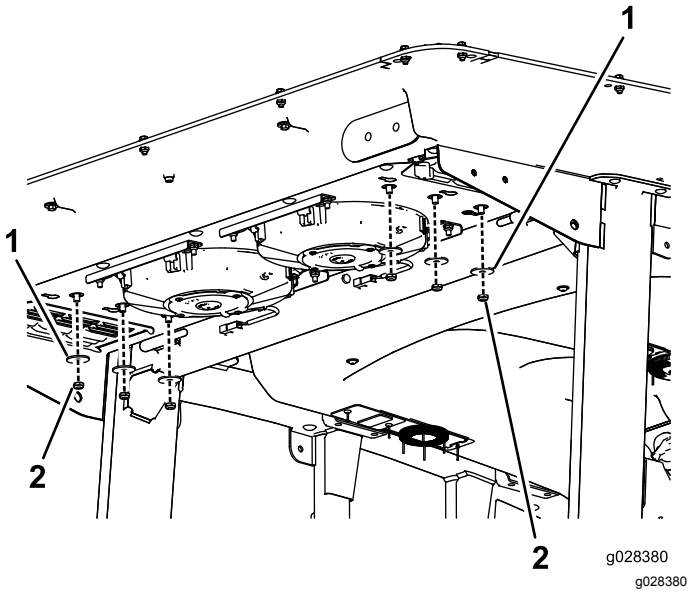

Figuur 114
2. Verwijder de 6 moeren en ringen onderaan aan de achterzijde van de cabine (Figuur 114).